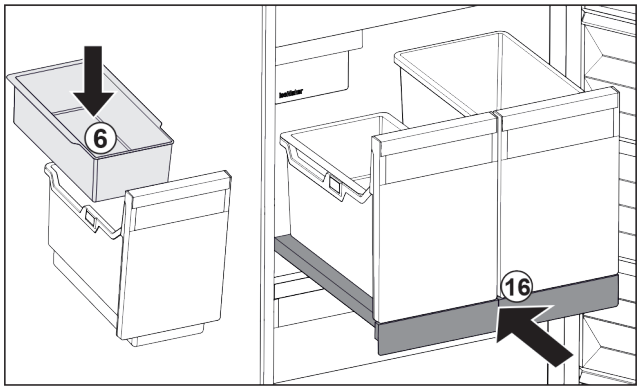

Fig. 176
▶ Helyezze be a jégkockák beakasztható tálcáját *Fig. 176 (6)*.
▶ Tolja be a kihúzható rácsot a tárolóval (IceTower) együtt. *Fig. 176 (16)*